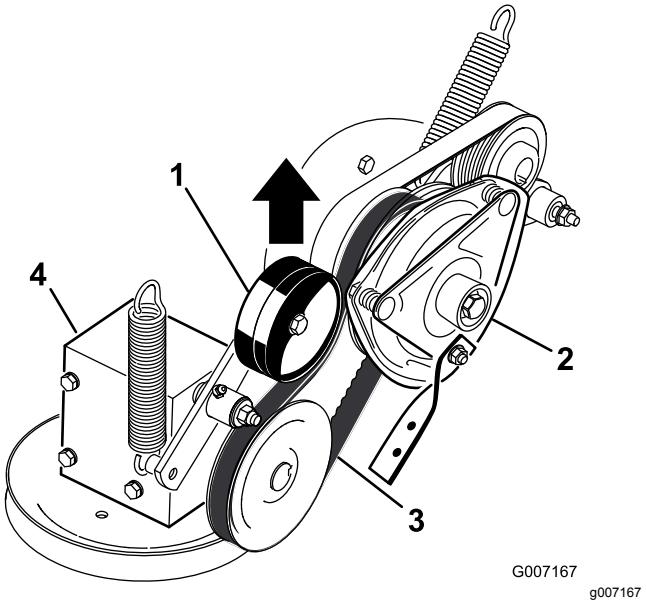

Bild 63
5. Ziehen Sie an der gefederten Spannscheibe für den Zapfwellentreibriemen und nehmen Sie den Riemen von der Kupplungsscheibe ab (Bild 63).
17. Ziehen Sie an der gefederten Spannscheibe für den Zapfwellentreibriemen und befestigen Sie diese an der Kupplungsscheibe (Bild 63).